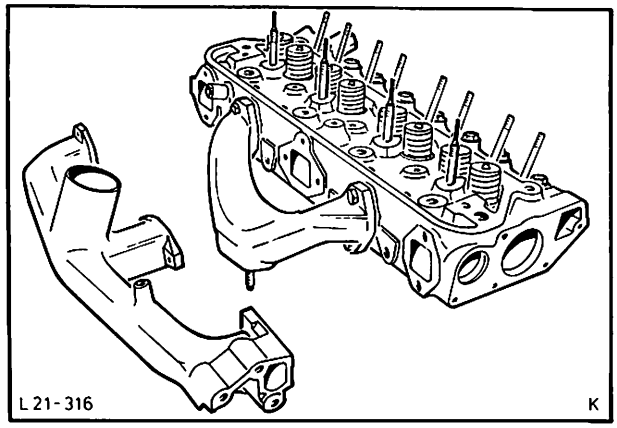

Abb. 120 Ansaug- und Auspuffkrümmer abbauen
3. Ansaugkrümmer (6 Schrauben) und Auspuffkrümmer (4 Schrauben) abbauen, Abb. 120.
4. Thermofühler und Verschlußdeckel (2) vom Zylinderkopf abschrauben (6 Schrauben).